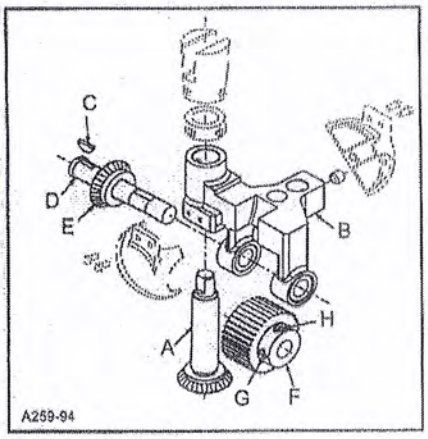

FIG.16
Assemble driven gear(A,Fig.16)through feed roller frame (B). Place woodruff key(C) into slot of feed roller shaft (D).Slide drive gear (E)on to shaft (D),make sure key(C)goes into slot in gear(E).While holding feed roller frame (B)with steel roller(F) between the two frame lobs, slide feed roller shaft(D) and assembled components through frame. Make sure that shoulder of roller (F)is to the right .Align screw(G) (first in operating direction on roller)on the flat of shaft (E).At the same time thrust shoulder of shaft(D) against face of gear(E),make sure left edge of roller is against face of gear(E),make sure left edge of roller is against right (inside) face of left lob .Secure screw(G) on flat of shaft (D) and tighten screw(H).